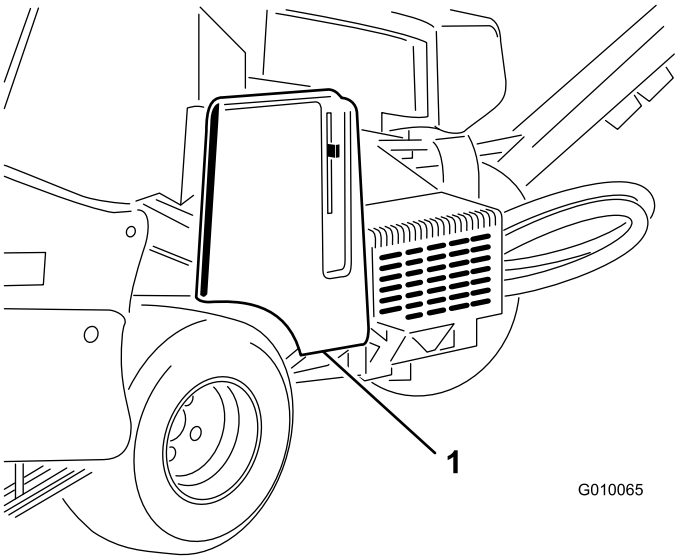

**Figuur 55**
1. Ontgrendel en verwijder de riemkap (Figuur 55).